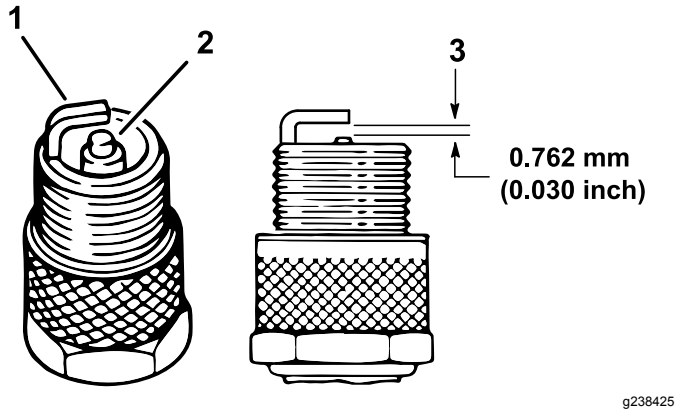

図 46
4. 電極 (側面と中央) と碍子の状態を点検する(図 46)。
5. 図 46のように、電極間のエアギャップを 0.762 mm に調整する。